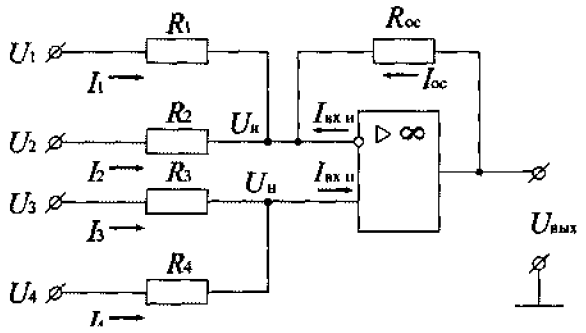

Рис. 33. Схема суммирования при подаче сигналов на оба входа ОУ
3.5. Изменяя значения напряжения источника сигналов $U_{вх}$(на рис. 33 обозначен как U1), измерьте и запишите значения выходных сигналов $U_{вых}$ (показания вольтметра PV1) в таблицу 26.
1. На инвертирующий вход поданы сигналы U_1 ,U_2через резисторы $\mathbf{R_1}$, и $\mathbf{R_2}$ соответственно. Определить $U_{вых}$ при заданном значении $R_{ос}$. (рис. 33).